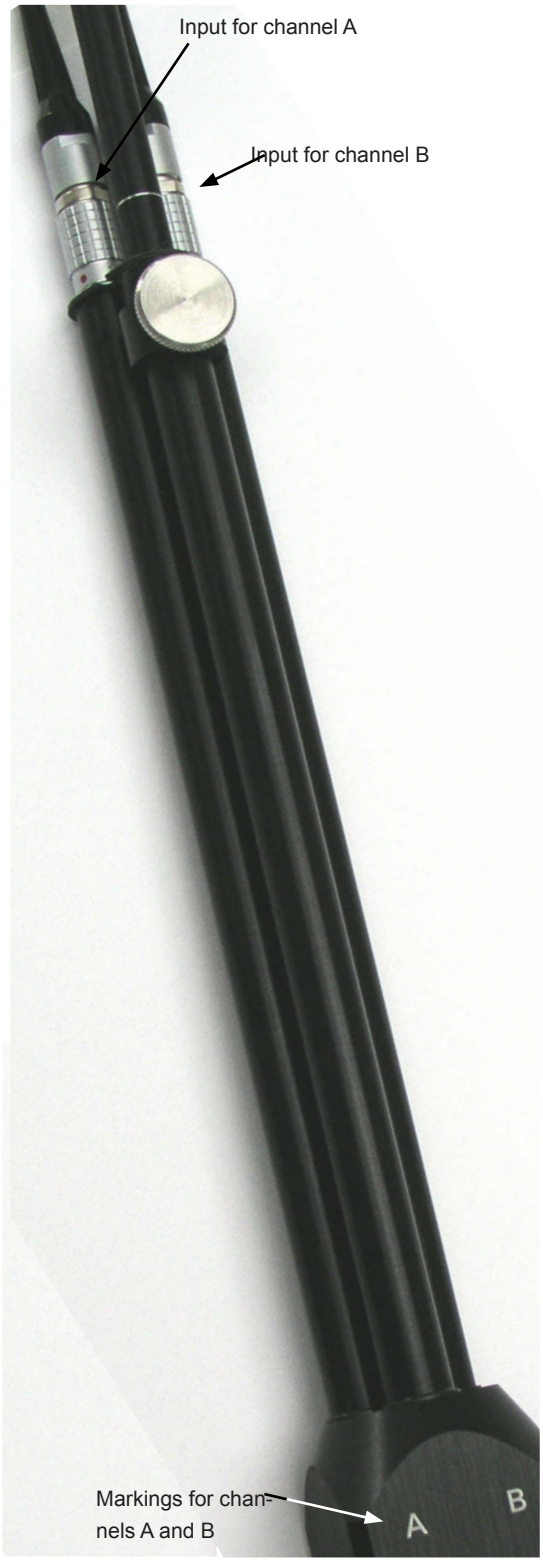

Fig. 2.1 Showing the inputs and markings for the two preamplifier inputs
The Type 50AI has two input channels, one for each microphone preamplifier. The channels are marked A and B on the remote-control handle, see Fig. 2.1.
3. Mount the probe head by sliding one of the preamplifiers into the clamp (which can be locked at angles of 0°, 45°, 90°, 135° and 180°) at the top of the telescopic arm and tighten the finger screw (see the examples in Figs. 4.1 and 4.2). Connect the two preamplifiers to the input connectors at the top of the tubes shown in Fig. 2.1. The left input connector is labelled as channel A on the probe handle and the other input is labelled channel B. For the correct sign of the intensity vector, the front, or leading microphone should be connected to input channel A (see section 2.1).